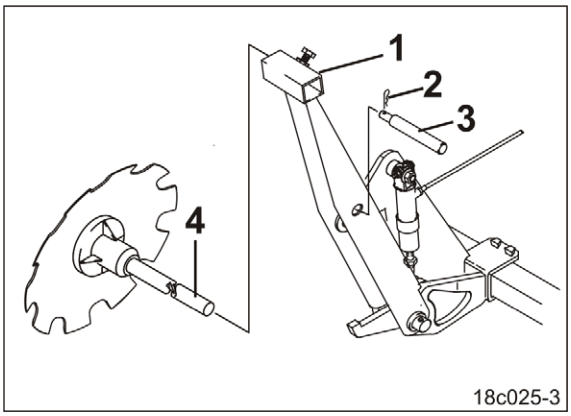

Fig. 168
1. Hold sporskiveholderen (Fig. 168/1) fast.
2. Fjern splitten (Fig. 168/2).
3. Træk bolten (Fig. 168/3) ud.
9. Isæt sporskiverne (Fig. 168/4) i sporskiveholderne.
Medbring sporskiven (Fig. 168/4) under transport i et egnet opbevaringsrum.